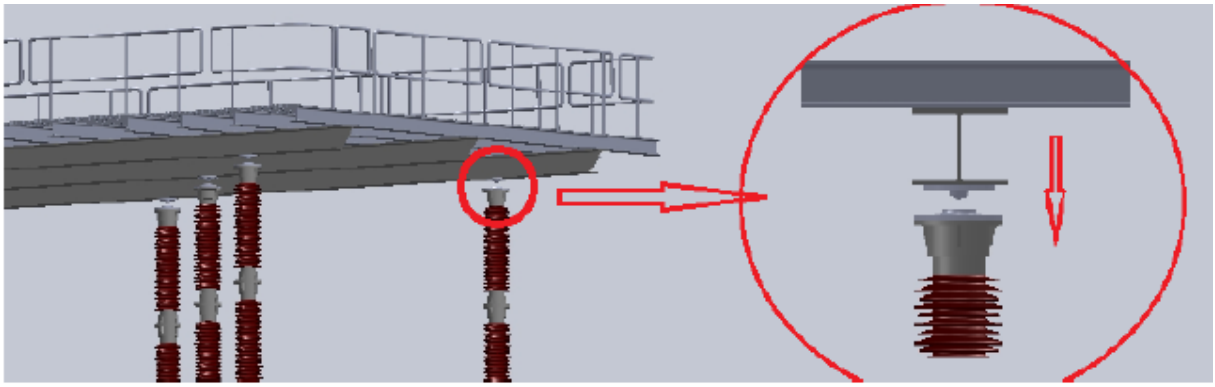

Fig.5-9 Connection diagram of FSC platform and platform post insulators
Step 6: The platform shall be hoisted above the FSC post insulators and lowered slowly to approx 50mm distance from the support insulator(as shown in fig.5-9), and kept on this level.